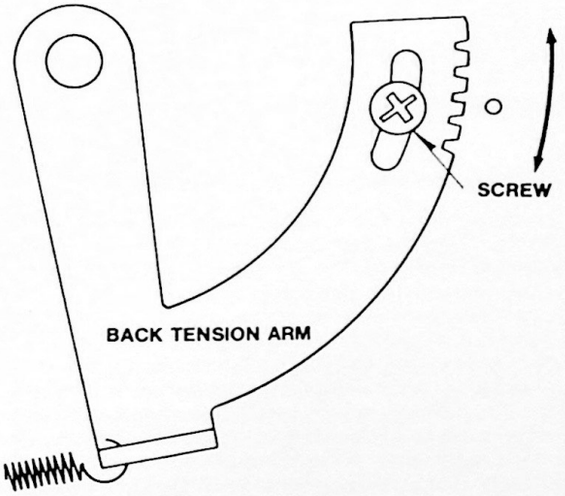

Figure 27. Back Tension
2. If adjustment is required, loosen lock screw (Figure 27) and insert tension adjustment driver (Stock No. 144388). Turn driver clockwise to raise tension, counterclockwise to lower tension.